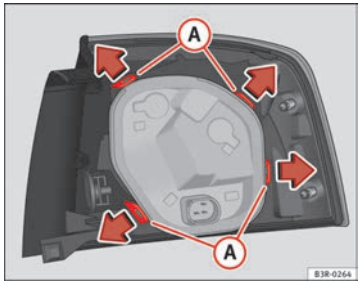

Fig. 225 Retaining tabs on reverse side of tail light
– Release the retaining tabs (A) ⇒ Fig. 225.
– Lift the bulb carrier off in direction of the arrow (B).